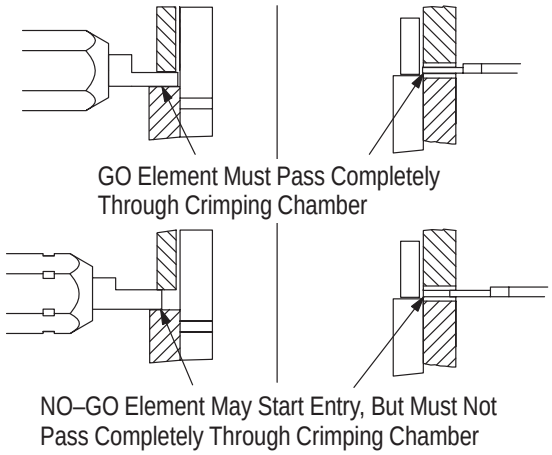

Figure 5
This inspection requires the use of plug gages conforming to the dimensions provided in Figure 5. Tyco Electronics does not manufacture or market these gages. To gage the crimping chamber, proceed as follows:
The GO element must pass completely through the crimping chamber. See Figure 5.
4. Align the NO–GO element and try to insert it straight into the same crimping chamber. The NO–GO element may start entry, but must not pass completely through the crimping chamber. See Figure 5.
- Changed wire size range from 22–16 to 22–18 in table in Figure 5